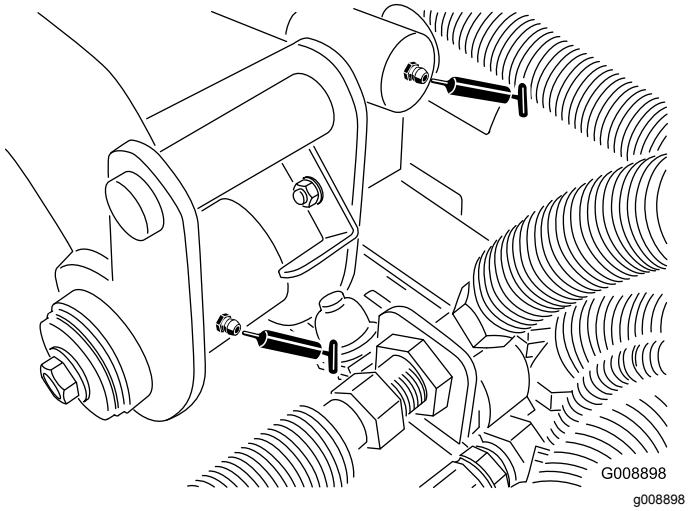

Rysunek 53
- Oś i siłownik tylnego ramienia podnoszącego (2) (Rysunek 53)